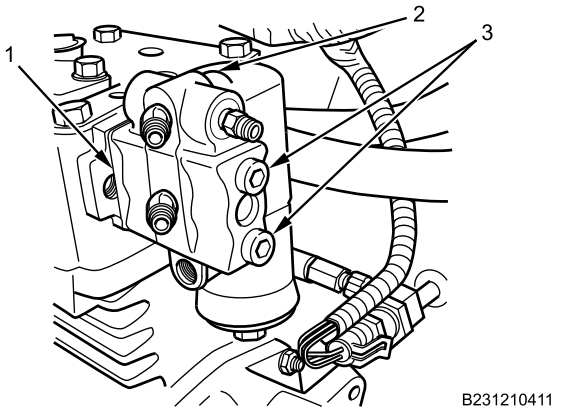

Figure 5. Air Compressor Governor.
2. Apply corrosion preventive compound to governor bolts (Figure 5, Item 3).
3. Position new governor gasket (Figure 5, Item 1) and governor (Figure 5, Item 2) on air compressor and install governor bolts (Figure 5, Item 3). Tighten bolts securely.